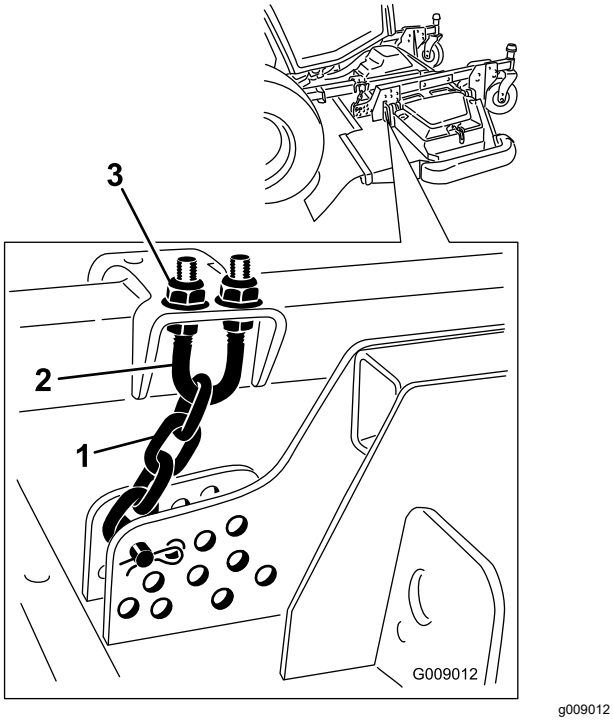

Figura 139
5. Afloje las contratuercas de la parte superior o inferior del perno en U de la cadena de altura de corte (Figura 139).